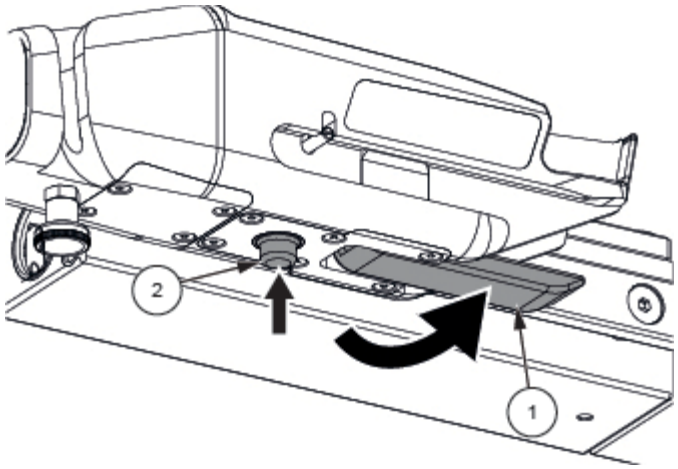

Figura 6-2. Bloquear a pega de transferência motorizada
3. Bloqueie a alavanca de aperto (1). Consulte a *Figura 6-2*.
1. Baixe a alavanca de bloqueio (1), mantenha o bloqueio da calha (2) premido e puxe para fora a pega de transferência motorizada. Consulte a *Figura 6-2*.